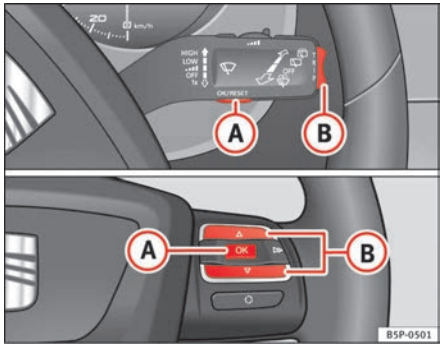

**Fig. 39 Rocker buttons A and B. Steering wheel controls.**
A **Service pre-warning** will appear in the mileage displays if a service is due soon. A “spanner” symbol appears and the display “km” with the distance that can be driven until the next service appointment is due. The display will change after approximately 10 seconds. A “clock symbol” appears and the number of days until the service appointment should be carried out. The following message is shown in the instrument panel display: **SERV. IN... KM OR... DAYS**. The service message will disappear approximately 20 seconds after the ignition is switched on or the engine is running. The normal display can be resumed by pressing the reset button on the trip counter or by pressing the rocker switch of the MFI ⇒ page 62, fig. 39 Ⓑ.
– When the ignition is on, briefly press button ⇒ fig. 39 (A) on the windscreen wiper lever to change from one memory to another or press button (A) on the steering wheel controls ⇒ fig. 39.